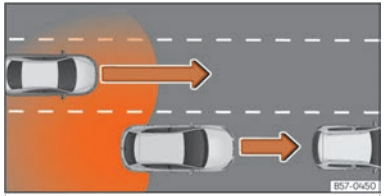

Fig. 147 Avançament amb trànsit a la part posterior.
- Quan us avança un altre vehicle ››› fig. 147.